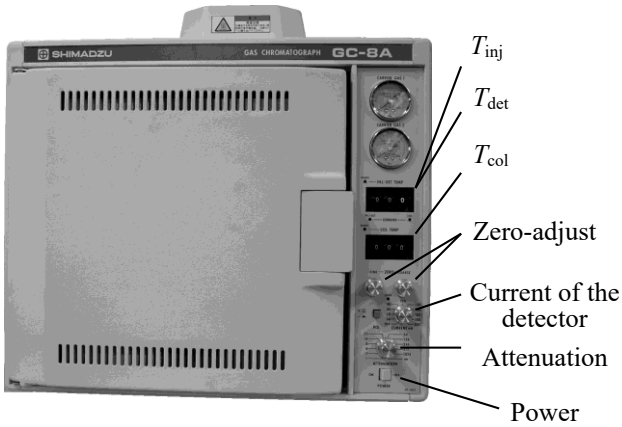

Fig. 3 Shimadzu GC-8A.
Figure 3 is a picture of gas chromatograph (Shimadzu GC-8A). You don't need to touch this apparatus for warming-up. Basically, everything is ready for the chromatograph before the experiment. Therefore, you can observe chromatogram by checking the experimental conditions. Write down these conditions in your notebook.
3. Check INJ/DET TEMP (T_{inj} and T_{det} in Fig. 3) and COL TEMP (T_{col} in Fig. 3)